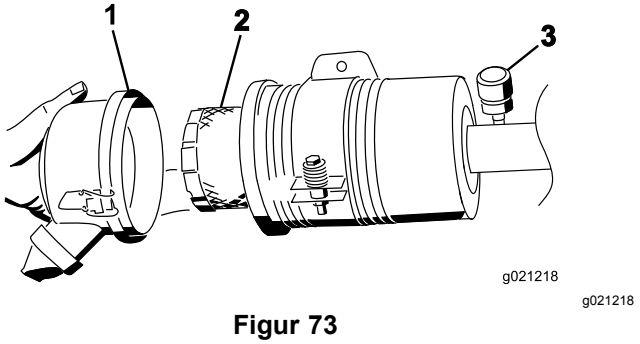

Figur 73
4. Afmonter og udskift filteret (Figur 73).